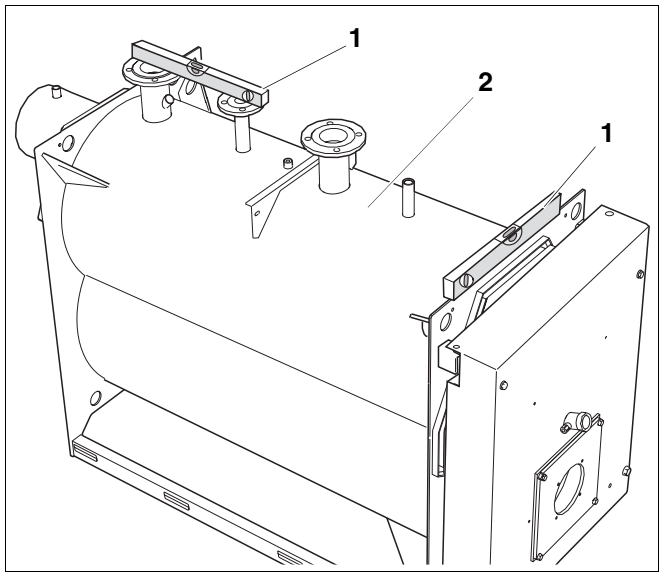

Fig. 7 Allineamento della caldaia
Mettete a livello la caldaia (fig. 7, **pos. 2**) sia in orizzontale sia in verticale, affinché non si raccolga aria all'interno.
- Mettere a livello la caldaia (fig. 7, **pos. 2**), orizzontalmente e verticalmente, come rappresentato nella fig. 7, con l'ausilio di una livella a bolla d'aria (fig. 7, **pos. 1**).